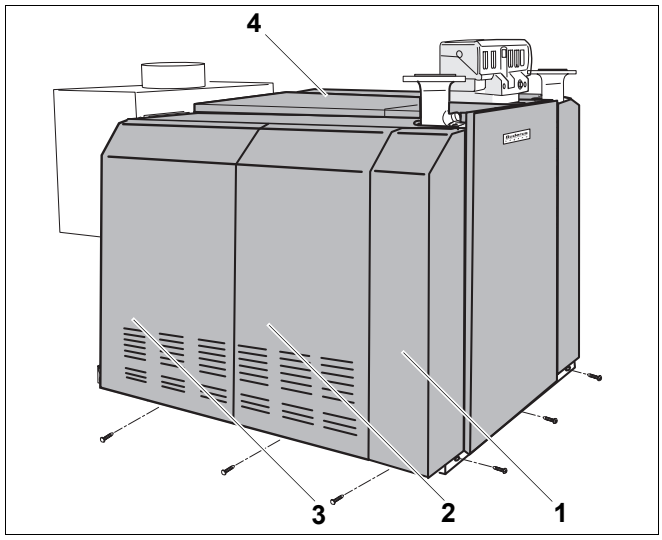

Rys. 92 Logano GE434
- Zdemontować ścianki boczne i pokrywy kotła (rys. 92).